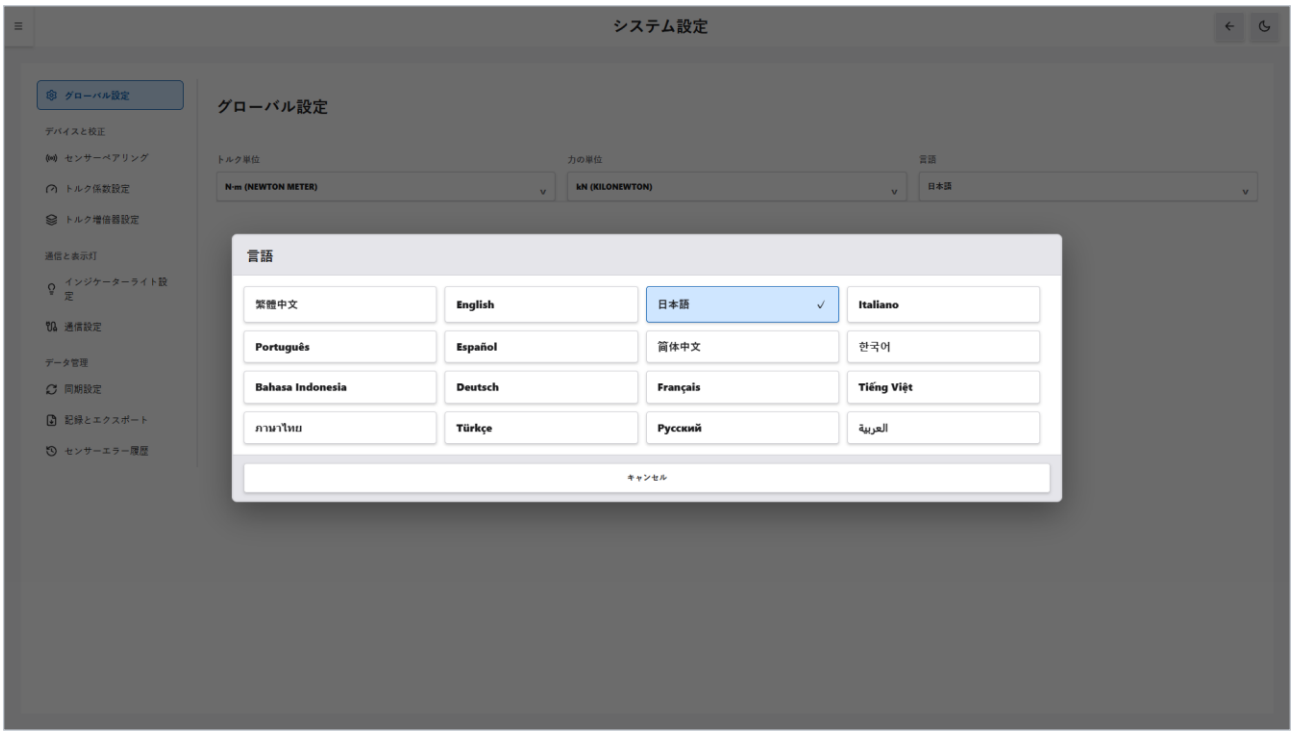

図 12-4　言語の選択ウィンドウ
1. 「グローバル設定」で「言語」の選択欄をクリックします。図 12-4 のウィンドウが表示されます。